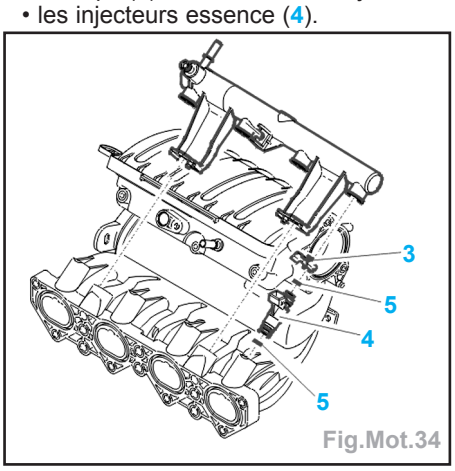

Fig.Mot.34
- Déposer (Fig.Mot.34) :
• les clips (3) de maintien des injecteurs,
• les injecteurs essence (4).